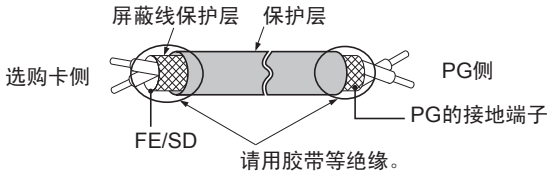
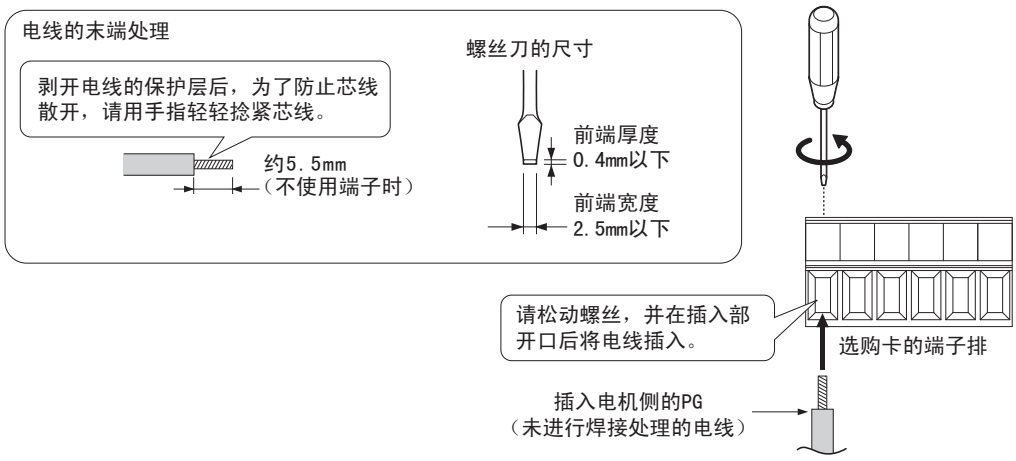

图 8.7 屏蔽线的线头处理
图 8.8 电线线头的处理与接线
4. 请参考图 8.7 和图 8.8，对电线的线头进行处理。 关于接线时的紧固力矩，请参照 “ 电线尺寸和紧固力矩 ” （436 页）。请确认所有的电线是否确实固定、电线的包层是否卡入端子排的插入部。此外，请切除外露的芯线。